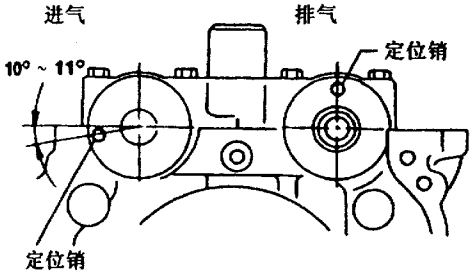

图 5－3－4　安装凸轮轴
(5) 将上正时链条中的两个银色链节对准进排气凸轮链轮上相应的装配标记，如图 5－3－5 所示，并确保链条标记面朝向发动机前方。拧紧凸轮轴链轮螺栓，安装上、下正时链条张紧器等附件。
(6) 安装分电器等其他附件，然后用手转动曲轴，确认配气正时链条装配正确，活塞往复运动与气门开闭运动无机械干涉。如果在转动曲轴过程中感到阻力很大，则说明链条装配可能失准（在装配过程中链条窜位了），应该重新校对。此时切不可盲目硬转动曲轴，以免造成损失。